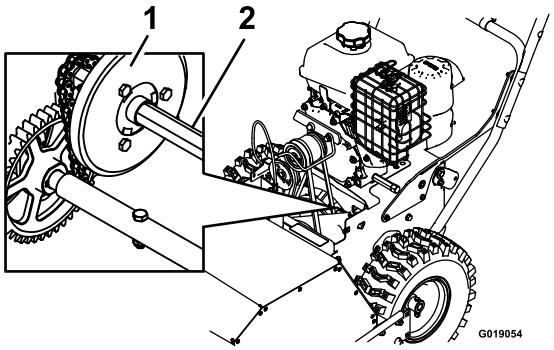

Figur 21
4. Dyp en lang, ren pensel med en lille spids i bilolie, og smør sekskantakslen let (Figur 21).
Vigtigt: Spild ikke olie på gummihjulet eller friktionsdrevpladen af aluminium, da traktionsdrevet i så fald vil spinde (Figur 21).